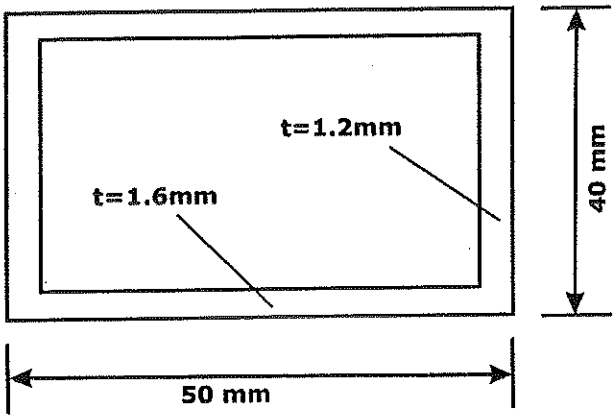

Figure.1
c. Compute the initial buckling stress for an Al-alloy rectangular section shown in **Fig.1** Young's modus for al-alloy=72000N/sqmm. **06**